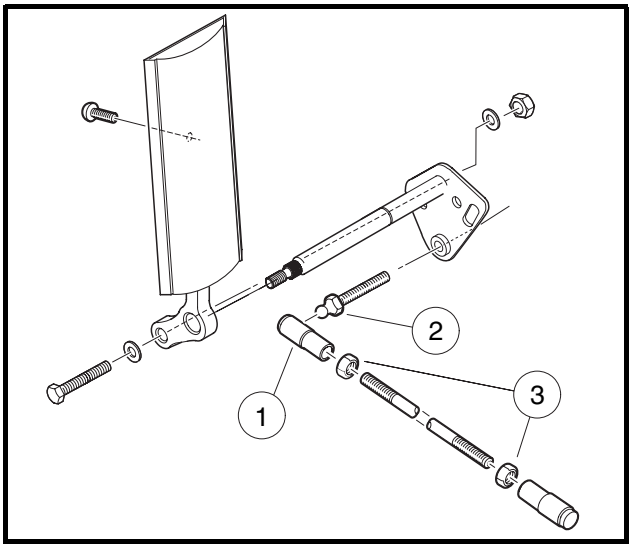
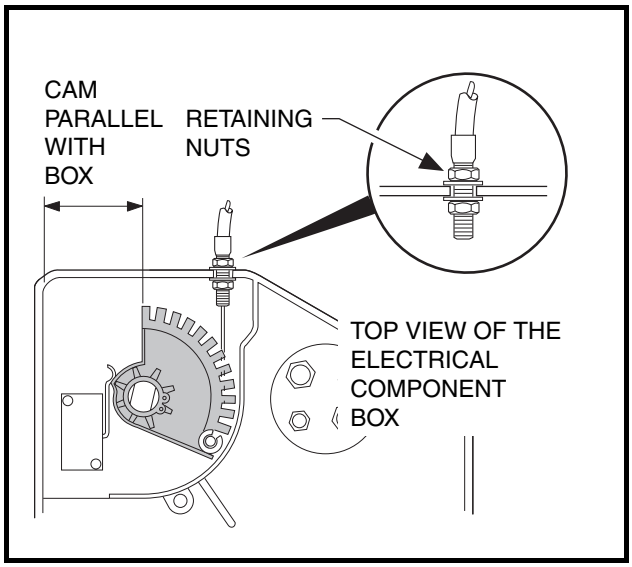
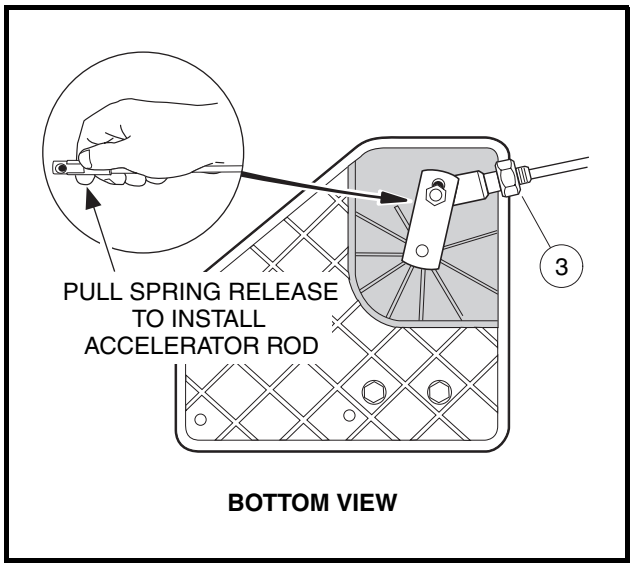

Figure 14-3 Accelerator Rod
Figure 14-4 Cam Position
Figure 14-5 Accelerator Rod
2. Remove the accelerator rod by disconnecting the ball joint (1) from the ball stud (2) on the accelerator pedal **(Figure 14-3, Page 14-6)** and from the bell crank at the electrical box **(Figure 14-5, Page 14-7)**.
2. Install the ball joint on the ball stud at the accelerator pedal **(Figure 14-3, Page 14-6)**.
5. Adjust length of accelerator rod. With the ball joint jam nuts (3) loose **(Figure 14-3, Page 14-6)**, adjust the length of the accelerator rod so the indicated cam edge is parallel with the electrical component box as shown **(Figure 14-4, Page 14-7)**. **See following CAUTION.**
6. Install the accelerator rod on the bell crank ball joint on the electrical component box **(Figure 14-5, Page 14-7)**. **See following CAUTION and NOTE.**
NOTE: *Use the inside hole location, or hole closest to the bell crank shaft as shown* ***(Figure 14-5, Page 14-7)****.*
2. Remove the electrical box screw and cover and loosen the cable housing retaining nuts **(Figure 14-4, Page 14-7)**.
2. Insert the cable housing into the mounting slot in the wall of the electrical box, with approximately the same number of threads visible between the jam nuts as are visible from the nut inside the box to the end of the cable housing **(Figure 14-4, Page 14-7)**. Tighten the nuts finger tight.
6. To **reduce** RPM, loosen the accelerator cable retaining nut on the outside of the electrical box wall and tighten the retaining nut on the inside of the wall until the specified RPM is reached **(Figure 14-4, Page 14-7)**. To **increase** RPM, loosen the cable retaining nut inside the electrical box and tighten the nut outside the box until the specified RPM is reached.